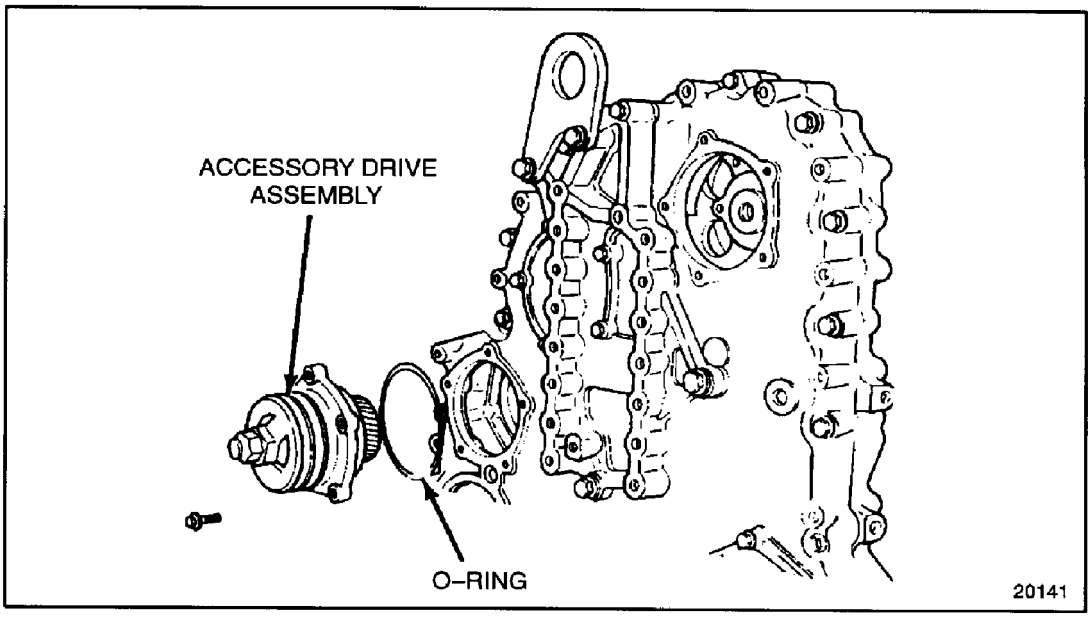

Figure 1-456 Accessory Drive Assembly Removal
3. Remove the accessory drive assembly by pulling it straight out of the gear case cover to avoid damaging the rubber O-ring. See Figure 1-456.